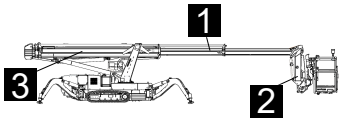

Fig. 205
9. Raise the upper boom (Fig.205/1) so that the platform cannot collide with the turntable while the lower boom (Fig.205/3) transport is being telescoped out.
10. Move the jib (Fig.205/2) to the position where it is the extension of the upper boom.